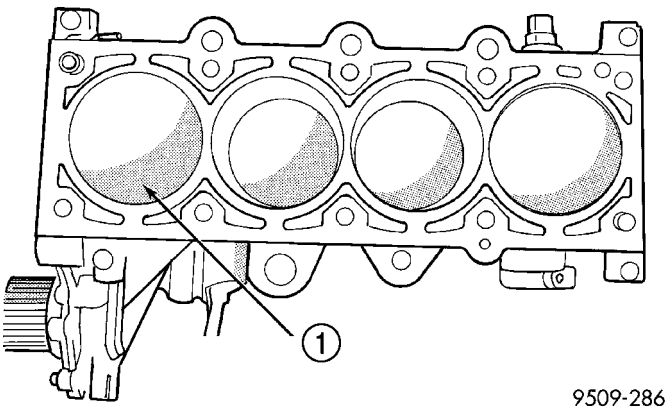
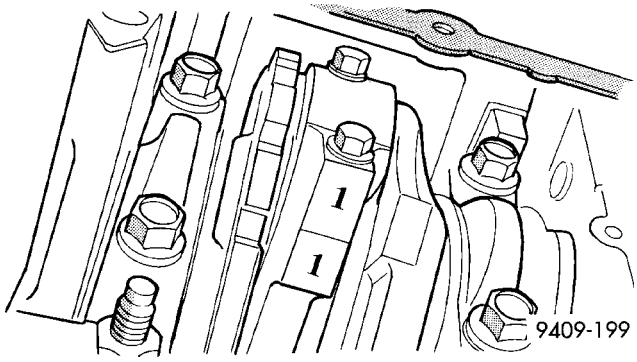

Fig. 62 Piston Markings
Fig. 63 Identify Connectng Rod to Cylinder - Typical
(5) Pistons have a directional stamping in the front half of the piston facing towards the **front** of engine (Fig. 62).
(6) Pistons and connecting rods must be removed from top of cylinder block. Rotate crankshaft so that each connecting rod is centered in cylinder bore.
(7) Using a permanent ink or paint marker, identify cylinder number on each connecting rod cap (Fig. 63).
(5) The directional stamp on the piston should face toward the front of the engine (Fig. 62).